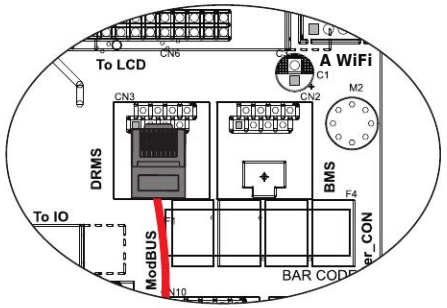

Figura 4.8-4 Interfaz RJ45
Paso 4. Conecte el terminal RJ45 en la posición correcta del inversor. Vea la Figura 4.8-4.